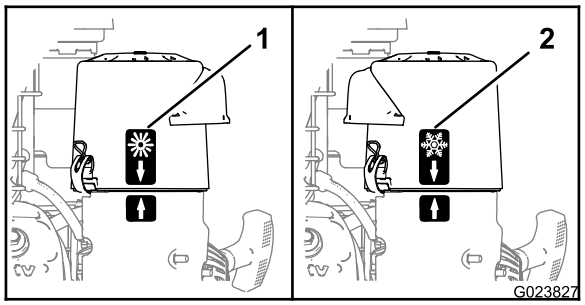

Bild 8
- Wenn Sie in **kalter Umgebungstemperatur** (kalte Lufttemperatur und Feuchtigkeit) arbeiten, stellen Sie die Luftfilterabdeckung so ein, dass der Schneeflockenaufkleber nach außen zeigt (Bild 8).
- Wenn Sie in **normaler Umgebungstemperatur** arbeiten, stellen Sie die Luftfilterabdeckung so ein, dass der Sonnenaufkleber nach außen zeigt (Bild 8).